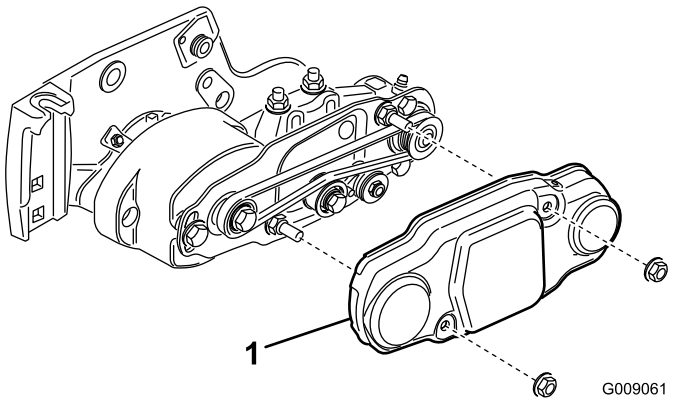

Figur 15
3. Ta bort rullborstkåpans två monteringsmuttrar och ta bort kåpan (Figur 15).